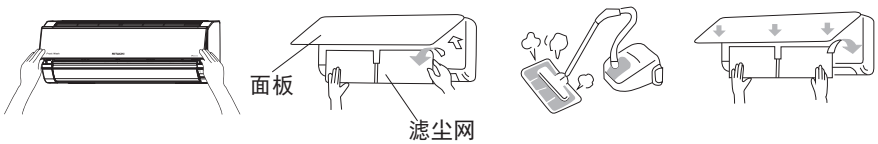

图 3
1. 双手握住室内机面板两端，按图 3 箭头方向打开，一手托住面板，另一只手将滤尘网稍微拿起来，并将面框下部的卡爪（三个位置）解开，然后把滤尘网向下面取出。